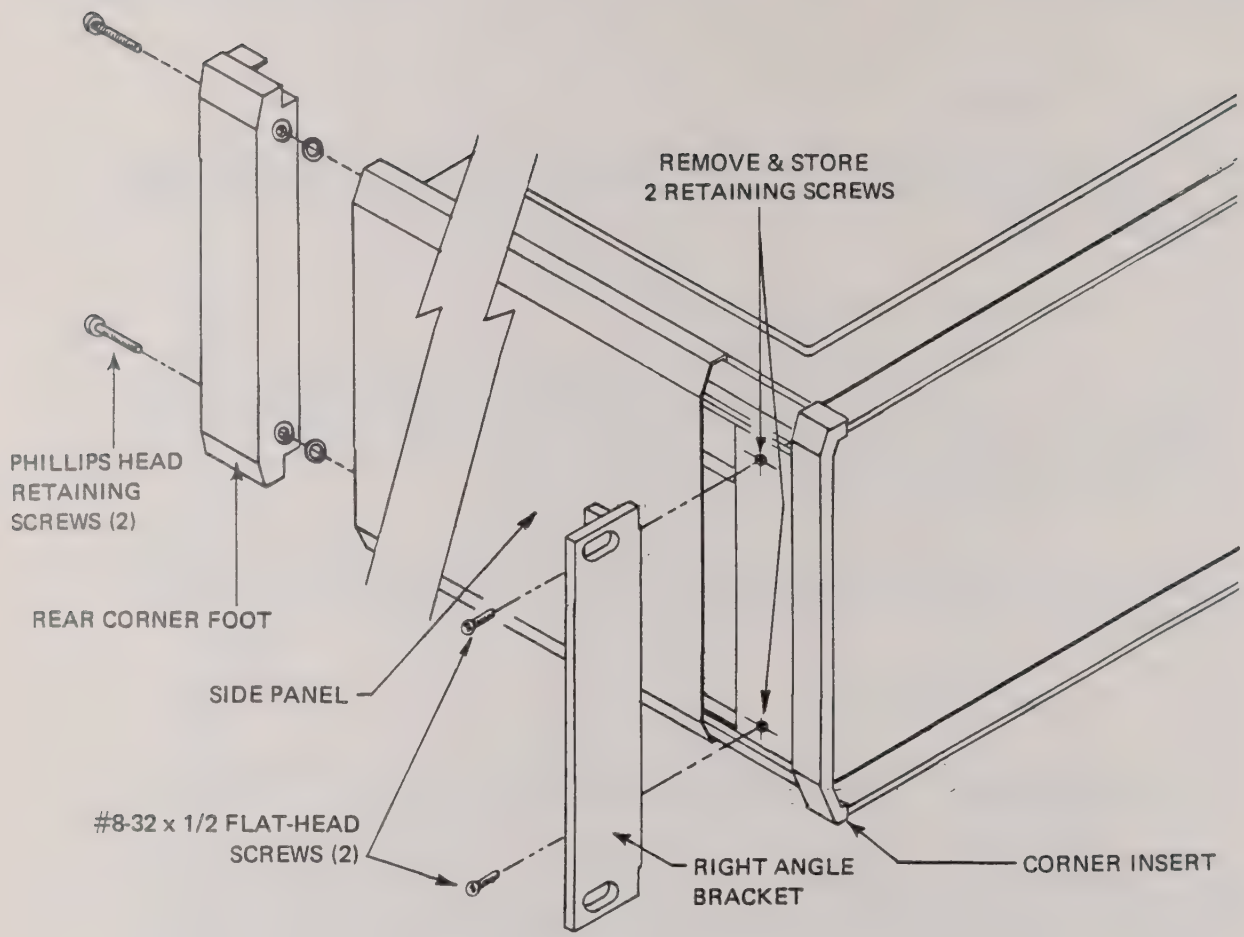

Figure 2.2 - Fixed-Mount Rack Installation
2.4.1 In addition to bench operation, Series 200 instruments can be converted for mounting in a standard 19-inch equipment rack using the Option 60 "Fixed-Mount" package. This 7-inch rack mount kit includes a pair of custom-mount right-angle brackets, four flat-head #8-32 X 1/2 screws and two front handles. To assemble the mounting brackets and complete fixed rack installation, refer to Figure 2.2; then proceed as follows after placing a protective cloth, if necessary, on the work bench.